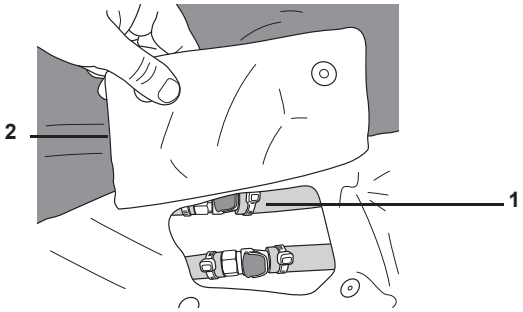

Figure 12 : Rabat d'extension
1. Repérer le rabat d'extension au niveau du pied de lit droit du matelas du patient. Détacher et soulever le rabat (figure 12, élément 2) pour accéder aux deux groupes de connecteurs (1) sur le matelas à air.